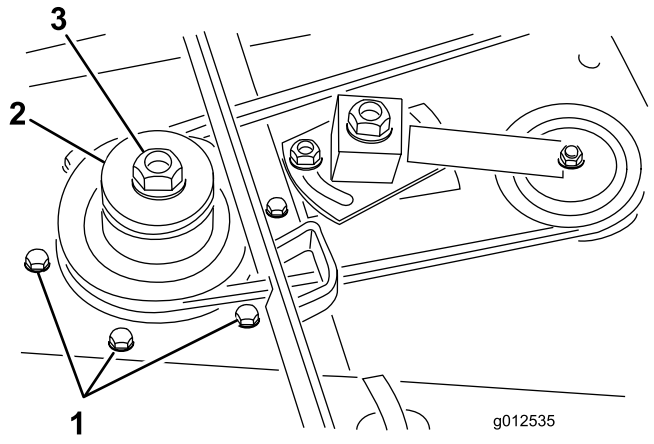

Figure 5
4. Retirez les 6 boulons de carrosserie et écrous à embase qui fixent le logement d'axe au plateau de coupe (Figure 5). Déposez le logement d'axe par le bas du plateau de coupe.